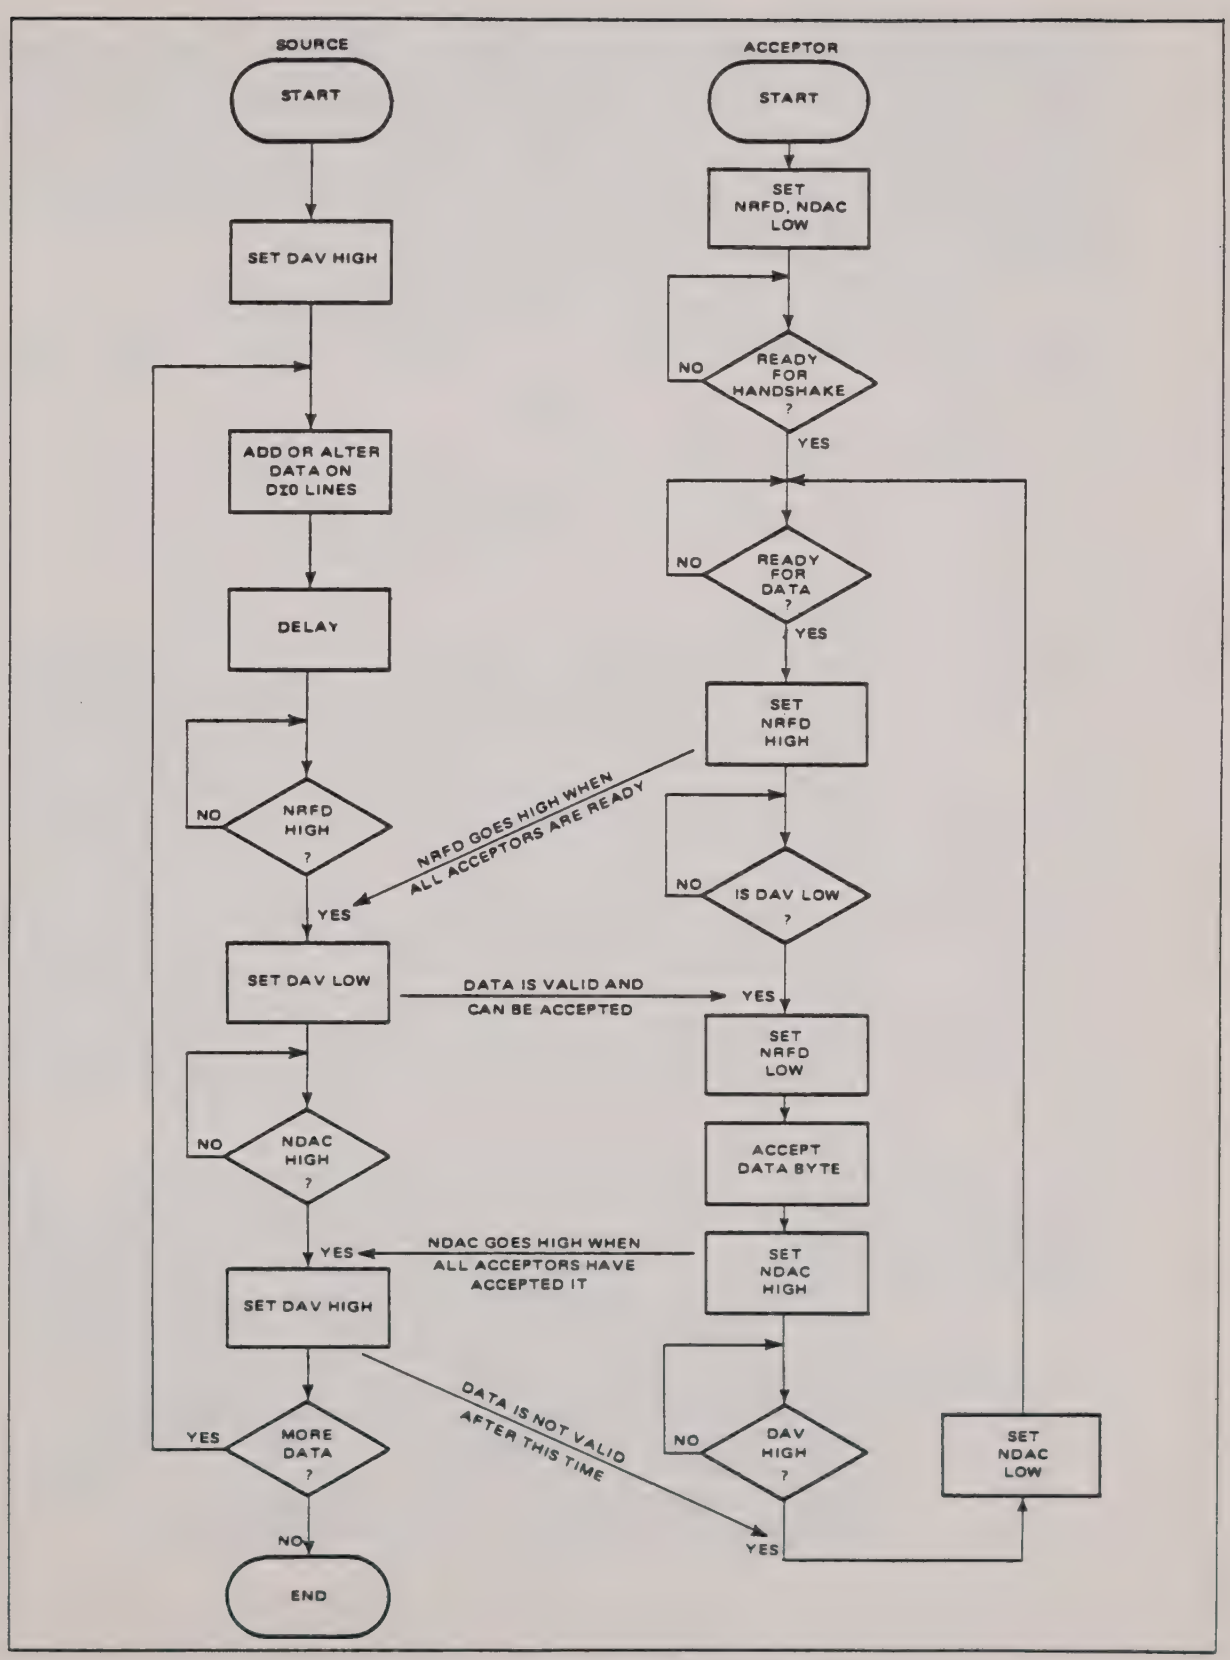

Figure 7.3 - Handshake Flow Chart
7.3.4.1 Refer to Figure 7.3 for a typical handshake flow chart. The handshake lines consist of the DAV (data valid), NDAC (not data accepted) and NRFD (not ready for data) signal lines. These transfer lines provide communication between GPIB bus members (ie: between the instrument that is talking and the instruments that are listening) to synchronize the information flow across the eight data lines. These lines derive their names from their meaning in the low or 1 state (eg: when NRFD is low, the device is not ready for data).